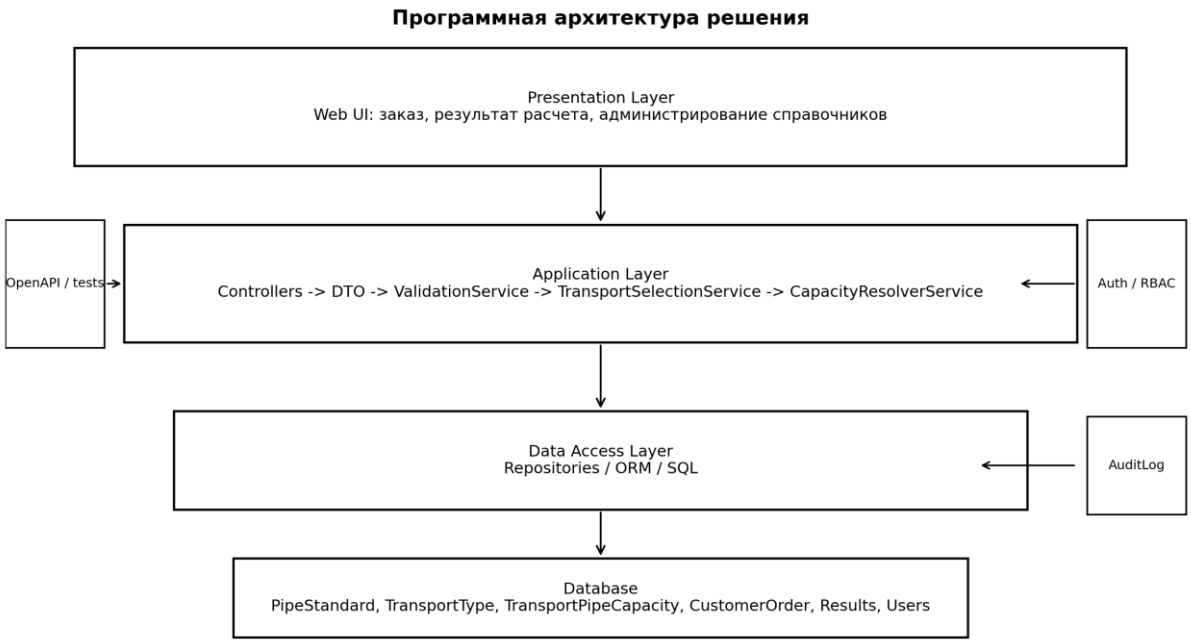

Рисунок 2 — Архитектурная схема решения
2.2. Архитектура решения, классы, DTO, паттерны	Раздел 2.3, рисунок 2